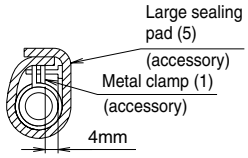

Fig. 12
Referring the figure below, insulate the metal clamp (1) and drain hose (2) using the included large sealing pad (5). **(Refer to Fig. 12)**